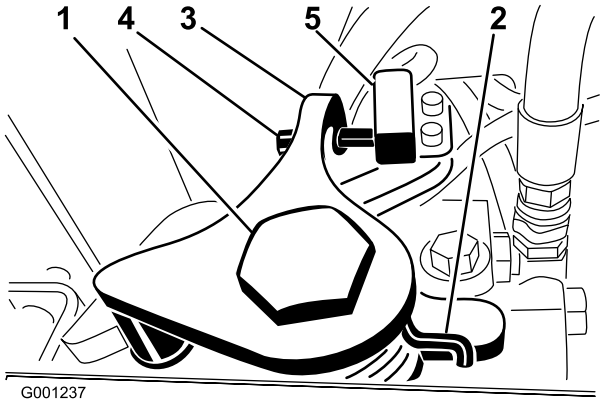

Figur 56
3. Løsne festeskruen på motsatt side av trekkjusteringskammen (Figur 56).
7. Juster skruen på armen for tilbakestilling til fri (Figur 56) til mellomrommet mellom enden av skruen og bryterkontakten er 2–3 mm.